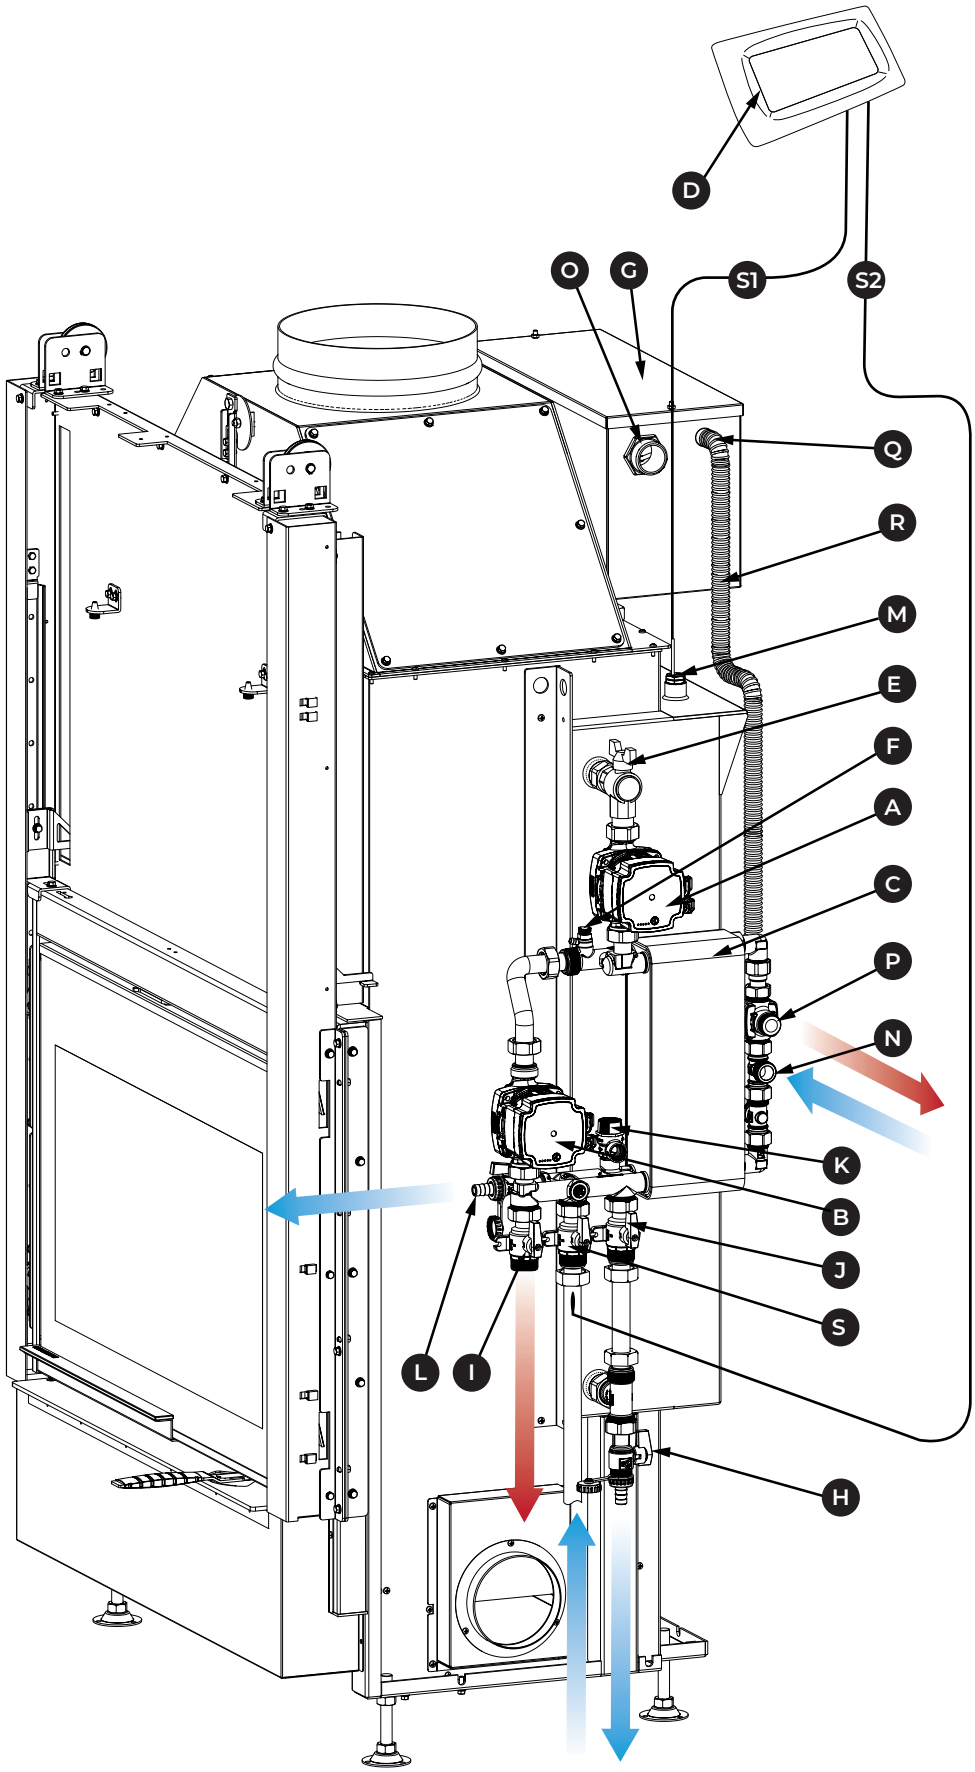

*Fig. 5.9a*
**Descrizione attacchi idraulici (Fig. 5.9a)**